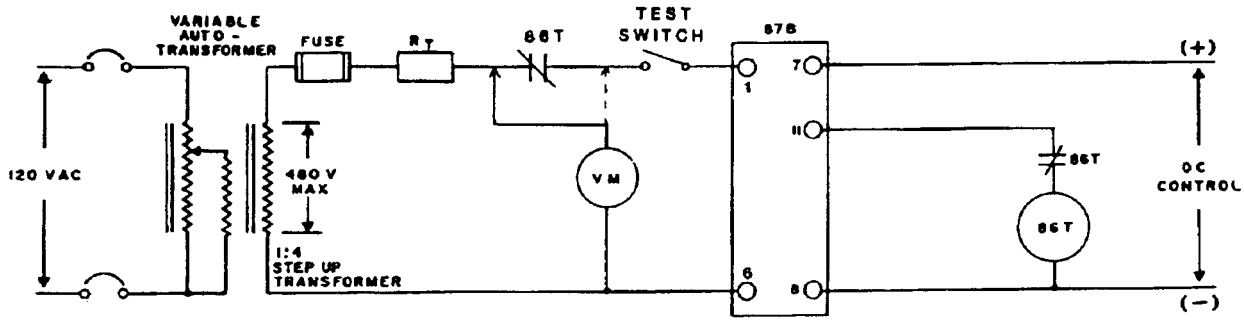

Figure 4: Test circuit - bench tests of drawout unit
A typical test circuit is shown in Figure 4. NOTE: A fast lockout relay (e.g. type HEA or LOR) must be used during bench testing to protect the relay from the damage that might occur due to errors in signal application.
1. Connect relay drawout assembly as shown in Figure 4. Apply proper DC control voltage per relay rating.
3. Signal application time can be reduced and a better readout of the voltage can be obtained if the voltmeter is connected as shown by the dotted line(See Figure 4). Preset the voltage at higher than pickup value and close the external switch causing the relay to trip. Reduce the voltage gradually until relay 87B does not trip. Read the voltage and remove the signal at once.